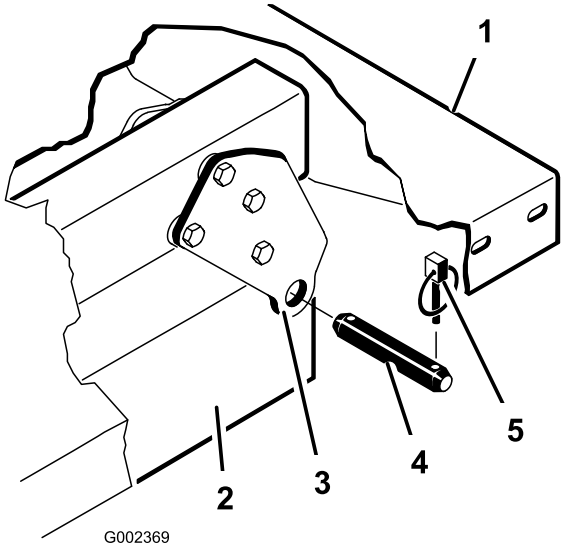

Figur 4
3. Ta bort sprintbultarna som håller cylinderstavsändarna vid flakets fästplatta genom att trycka bultarna mot insidan (Figur 4).
4. Ta bort hjulsprintarna och sprintbultarna som håller fast tappfästena vid ramens kanaler (Figur 4)